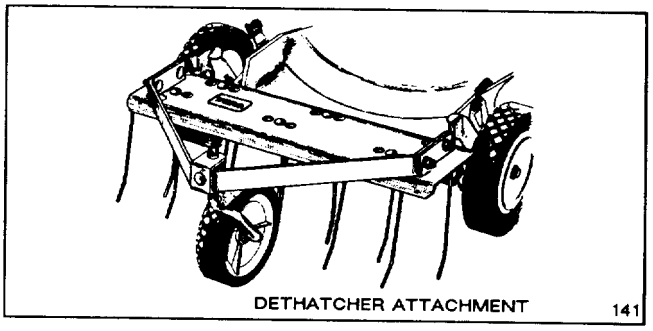

Figure 27
3. Dethatcher Kit, Model 59131 (self-propelled model only) – Installs in minutes. Front mounted for easy maneuverability. As spring tines scratch and vibrate through the grass, thatch is loosened and cut and recut by the mower (Fig. 27).